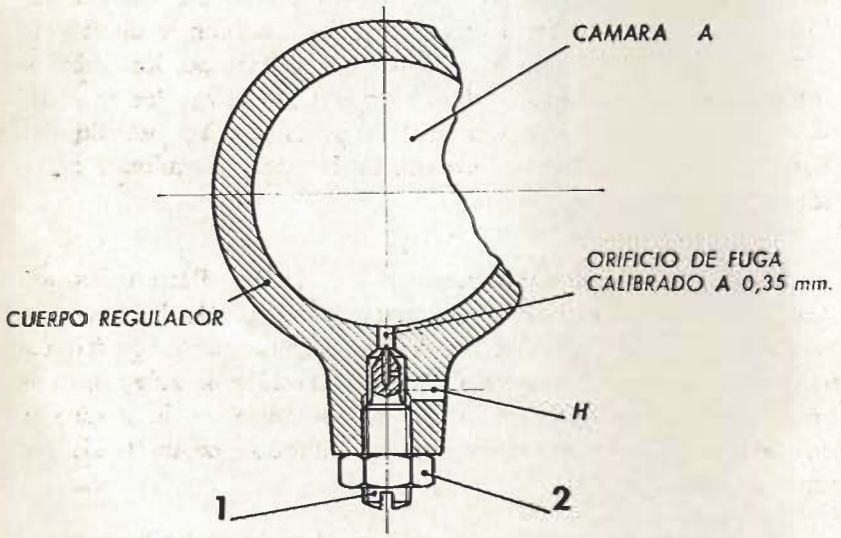

**Fig. 11.3. - Detalle del tornillo regulador calibrado**
a) **Baja presión en el depósito de aire, inferior a 6 Kg./cm.² y continuando el compresor impulsando aire al exterior.** Puede ser por obstrucción en el paso del tornillo-regulador (1, fig. 11.3). Para corregirlo limpiar cuidadosamente el orificio de 0,35 mm. que lleva dicho tornillo, montarlo nuevamente hasta llegar a tope con el cuerpo, y asegurar dicho tornillo con su contratuerca.
b) **Con compresor parado y la presión del depósito a 6 Kg./cm.², se escapa el aire por H** (fig. 11.3). — Es ocasionado por no cerrar perfectamente el asiento de la membrana.